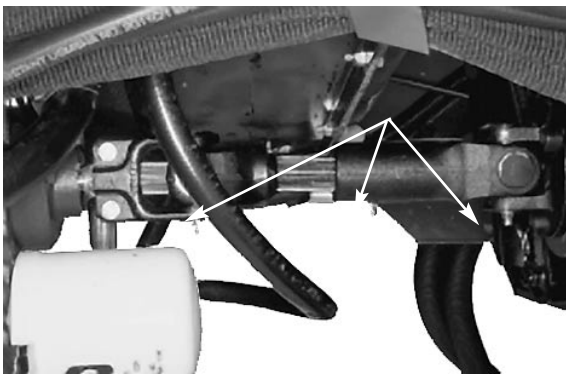
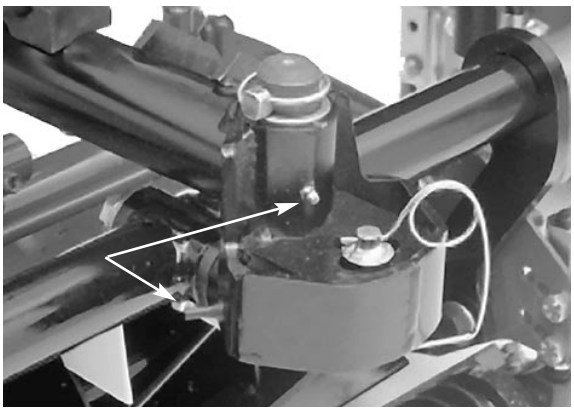
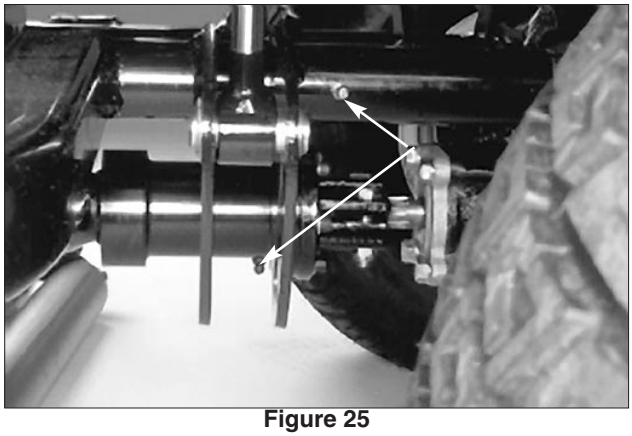
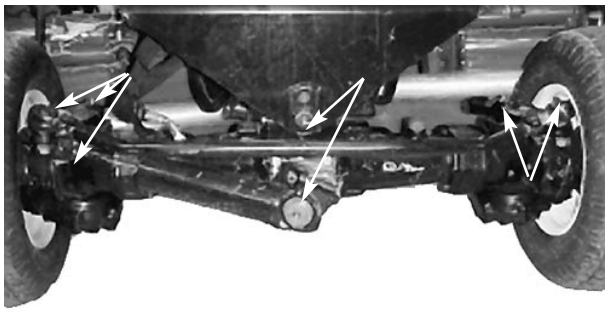

Figure 23
Figure 24
Figure 25
Figure 26
1. The grease fitting locations and quantities are. Engine Drive shaft (3), (Fig. 23); Cutting unit carrier frame and pivot (2 each), (Fig. 24); Rear lift arm pivots (2), Drive shaft clutch (1) (Fig. 25); Rear axle tie rod (2), Steering cylinder ball joints (2), Axle steering pivots (2) Rear axle pivot (1) (Fig. 26); Traction control linkage at transmission (1), Drive shaft support bearing (1), Rear axle drive shaft (3) (Fig. 27); Brake pedal (1) (Fig. 28); Lift cylinders (5) (Fig. 29), front lift arm pivots (3) (Fig. 30) and fan drive pulley (Fig. 31).